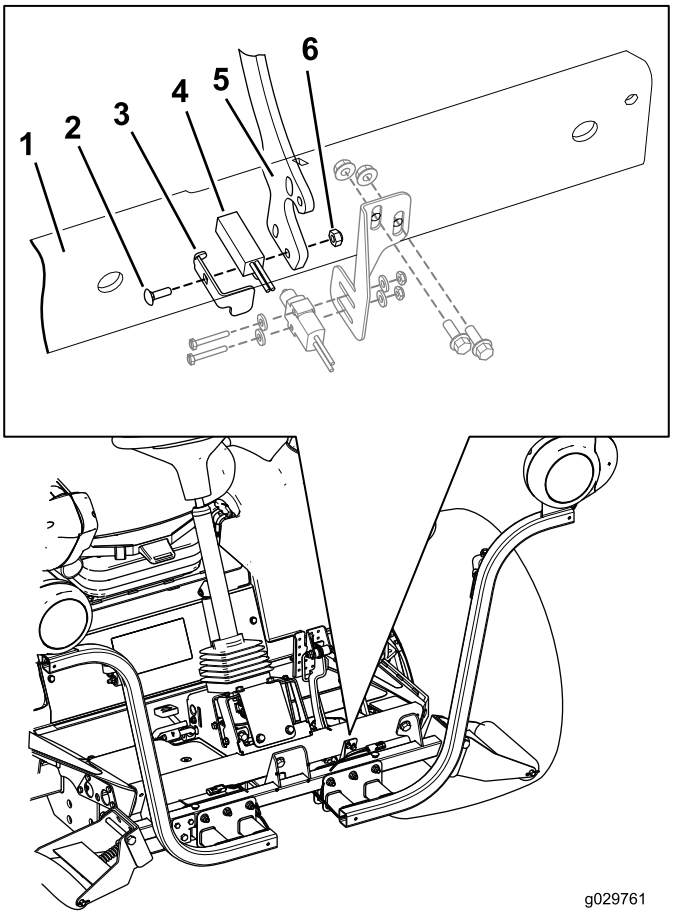

Figure 16
1. Disassemble the proximity-sensor assembly on the brake-pedal lever (Figure 16) and set aside all the parts except the proximity sensor.
2. Assemble the proximity-sensor assembly to the brake lever using the carriage bolt (#10 x 5/8 inch), brake-sensor plate, proximity sensor, and locknut (#10) as shown in Figure 16.